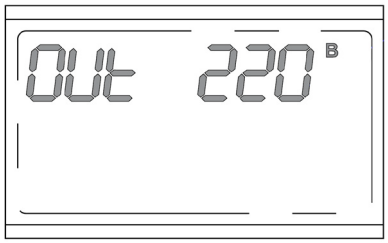

Рисунок 19. ЖК-дисплей в режиме настройки выходного напряжения
1. Двойным быстрым нажатием кнопки перевести ЖК-дисплей в режим настройки выходного напряжения (рисунок 19).